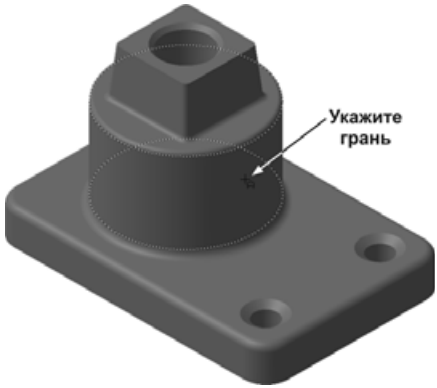

Рис. 2.106
- Выберите грань цилиндрической бобышки (рис. 2.106).